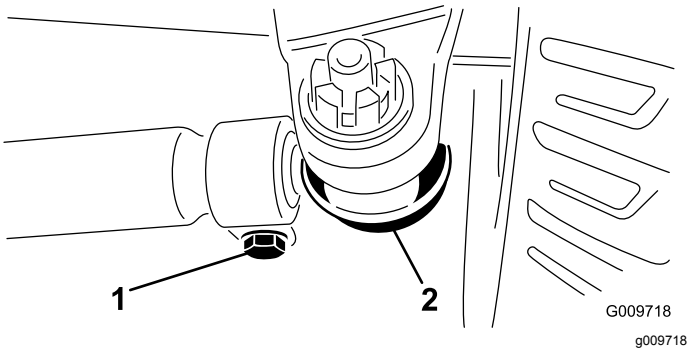

Figur 71
2. Fjern splinten og mutteren fra begge kuleleddene til parallellstaget (Figur 71) og fjern kuleleddet til parallellstaget fra støtten for akselkassen når du vil justere.
3. Løsne klemmene på begge sider av parallellstagene (Figur 71).
4. Vri det frittstående kuleleddet innover eller utover én (1) hel omdreining og stram klemmen på den løse enden av parallellstaget.